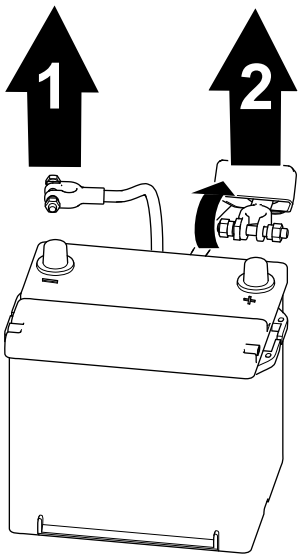

Figur 62
1. Tag batteriets minuskabel af batteripolen (Figur 62).
2. Løft isolatoren, og tag batteriets pluskabel af batteripolen (Figur 62).